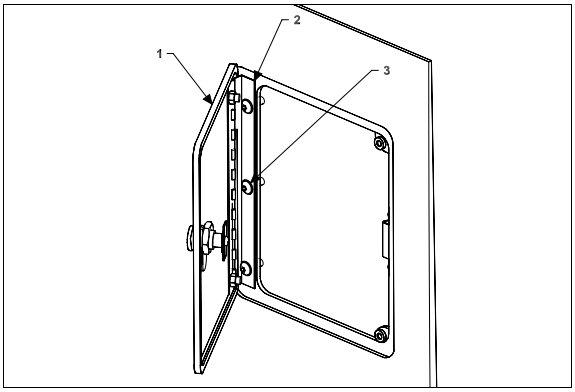

FIGURE 71: FUEL FILLER DOOR 1875003D
1. Open the fuel filler door (1, Figure 71).
2. Loosen the screws (3,Figure 71) holding the panel to hinge (2,Figure 71) assembly.